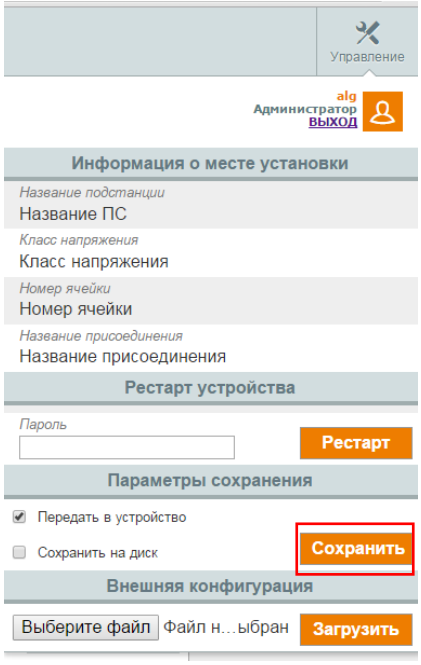

Рис.3.59 Сохранение конфигурации в BINOM3
5) В появившемся всплывающем окне нажать кнопку «Сохранить» (рис.3.59). При необходимости дополнительно сохранить конфигурацию на ПК - установить флаг «Сохранить на компьютер»;
6) Далее нажать кнопку «Сохранить» (рис.3.59). При необходимости дополнительно сохранить конфигурацию на ПК установить флаг «Сохранить на компьютер»;